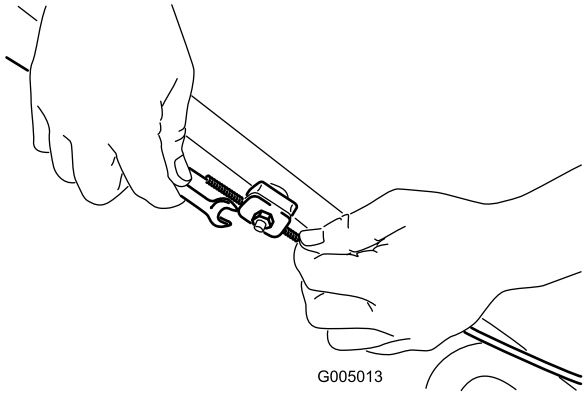

Figur 28
1. Lossa muttern som håller fast kabeln (Figur 28).